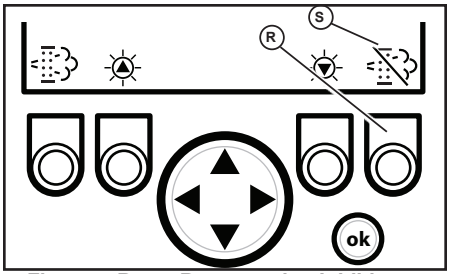

Fig. 47 - Reset Regeneration Inhibit button
To temporarily inhibit reset regeneration, hold down button (R, Fig. 47) until the strike-through in the Reset Regeneration symbol (S) turns to red.
NOTE: *The stationary regeneration request screen can be temporarily dismissed by pressing the reset regeneration inhibit button (R, Fig. 47) for 3 seconds. Until the previous screen displays. The stationary regeneration request screen will return 1 minute after being dismissed, for as long as the request remains active.*